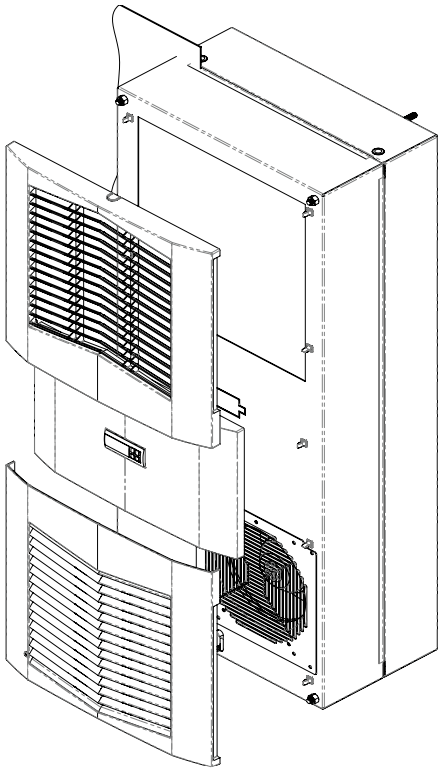

Figure 6
14. Setzen Sie die Frontabdeckung und ggf. die Blechplatte wieder auf das Gerät (siehe Abbildung 6 auf Seite 9).